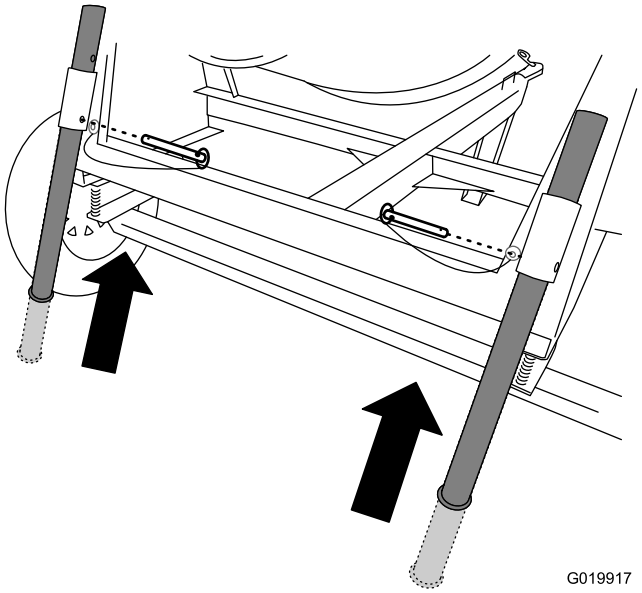

Figura 20
2. Retire el pasador de horquilla de una de las patas estabilizadoras traseras y del soporte (Figura 20).
3. Deslice la pata estabilizadora hacia arriba en el soporte y alinee el taladro del soporte con el taladro inferior de la pata estabilizadora (Figura 20).
4. Introduzca el pasador de horquilla a través del taladro del soporte y de la pata estabilizadora (Figura 20).